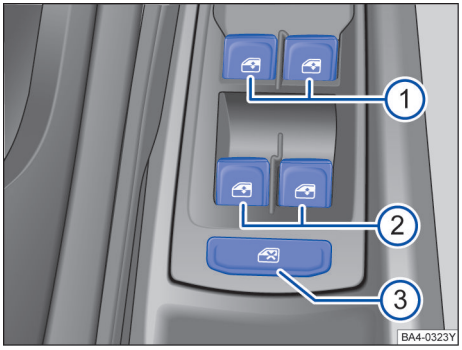

图 66 在驾驶员侧车门内：前部和后部车窗升降器的按钮
→图 66 的图例：
：安全按钮→图 66③ 停用后门车窗控制按钮。这时按钮中的黄色指示灯亮起。